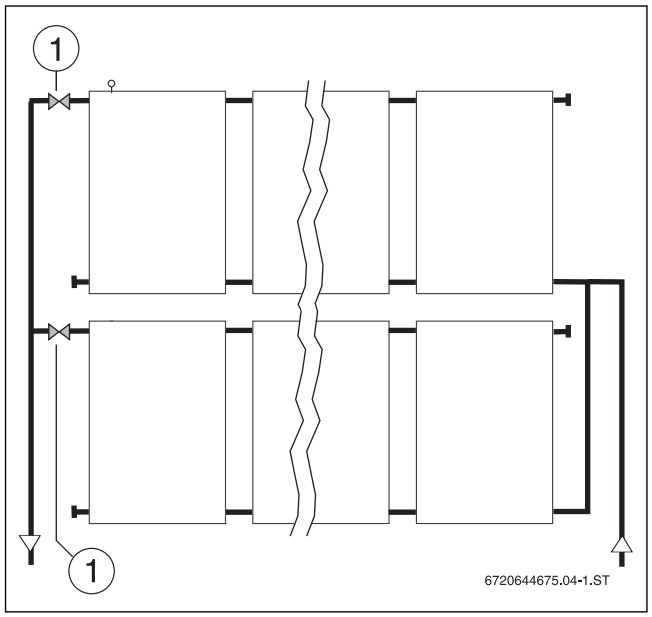

Fig. 73 Spălarea câmpurilor de panouri racordate în paralel
▶ Montați armăturile de închidere rezistente la glicol şi la temperatură în tur (→ fig. 73, [1]).